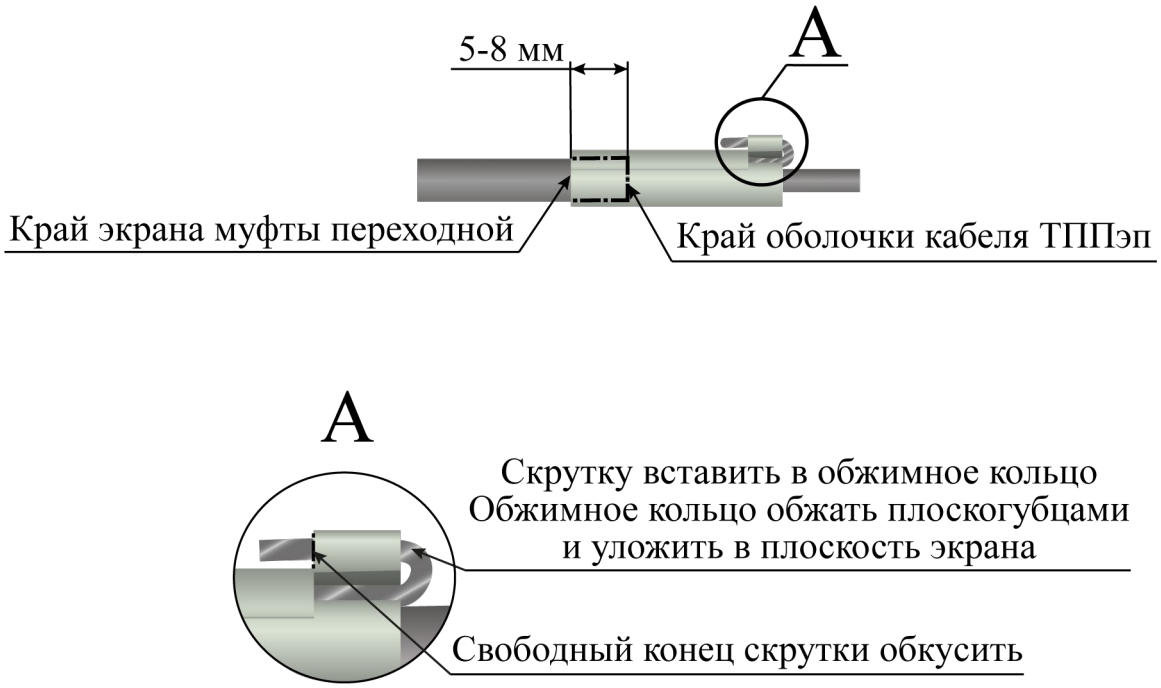

Рисунок 4.27
– скрутку экранных проводников кабелей ТППэп и РК вставить в обжимное кольцо экрана муфты переходной, обжать плоскогубцами (рисунок 4.27);